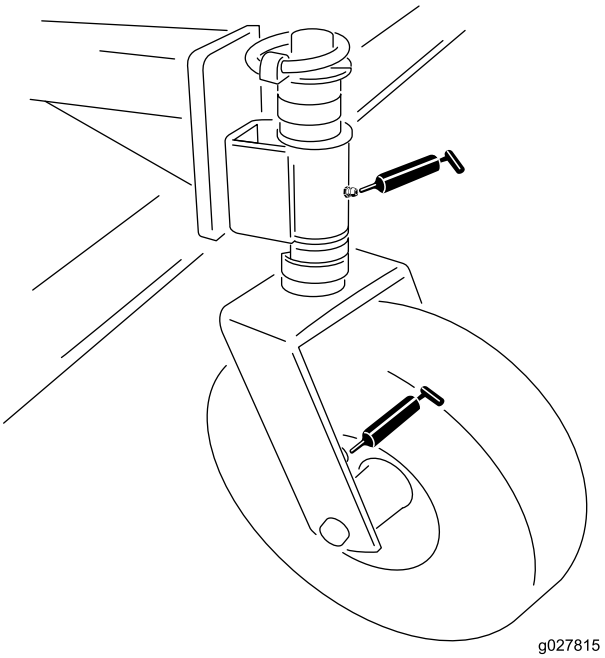

Figuur 7
- Zwenkwiel (2 elk) (Figuur 7)